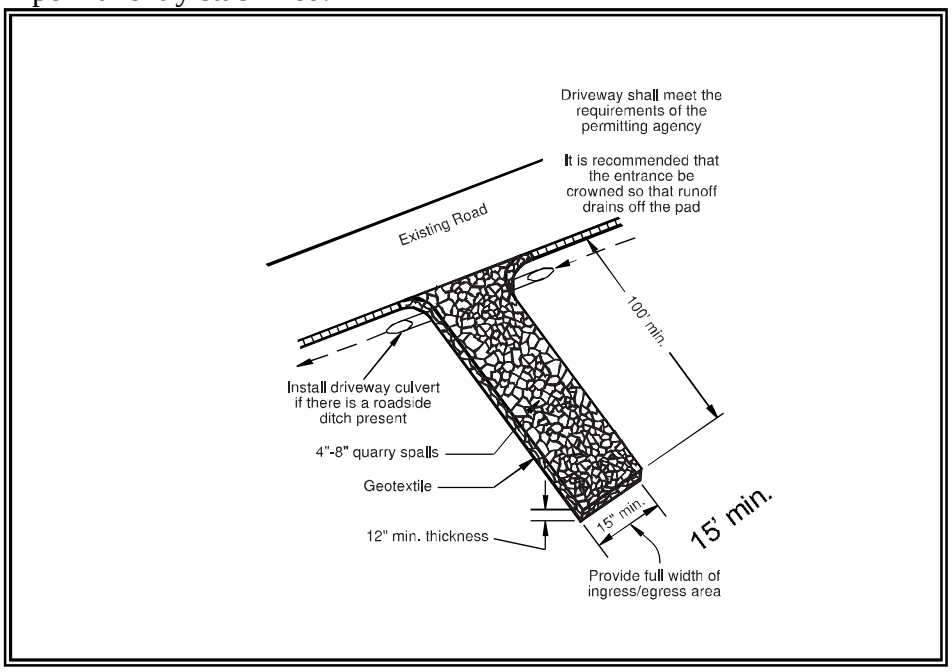

Figure 4.2 – Stabilized Construction Entrance
- See Figure 4.2 for details. Note: the 100' minimum length of the entrance shall be reduced to the maximum practicable size when the size or configuration of the site does not allow the full length (100').